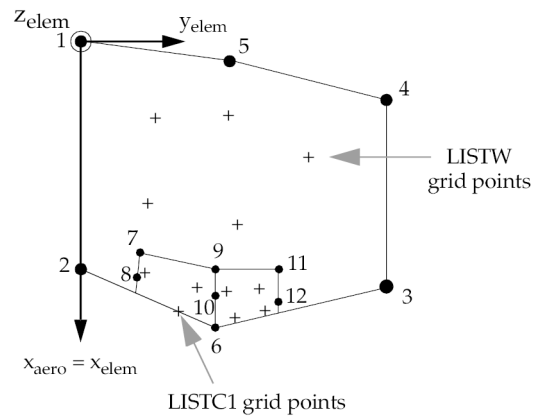

Figure 11-3. CAERO3 Element Configuration
2. The (x,y) pairs on LISTW, LISTC1 and LISTC2 AEFACT entries are in the aero element coordinate system (see Figure 11-3). The (x,y) pairs define a set of aerodynamic grid points that are independent of the Mach number and are selected by the user to be representative of the platform and motions of interest. The (x,y) pairs must be sufficient in number and distribution such that: the surface spline provides an accurate interpolation between them and the Mach Box centers that are variously located on the planform as a function of Mach number. A complete description of the Mach Box Method is given in the *NX Nastran Aeroelastic Analysis User's Guide*.